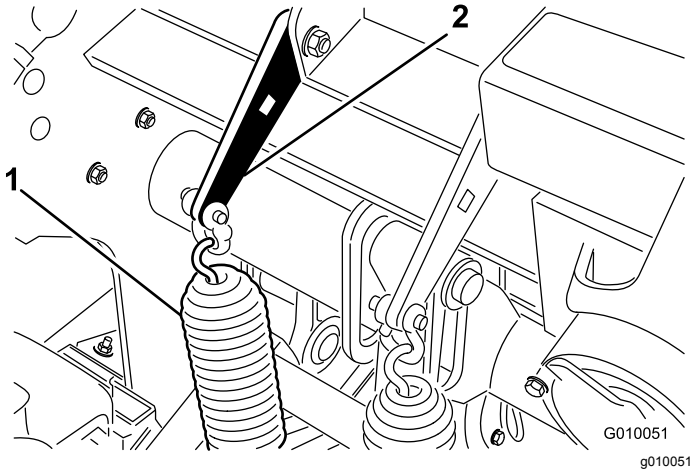

Figuur 29
2. Draai de moeren van de slotbouten los waarmee de beugels van de veer zijn bevestigd aan de beluchtingskop (Figuur 29). Verwijder de moeren niet.